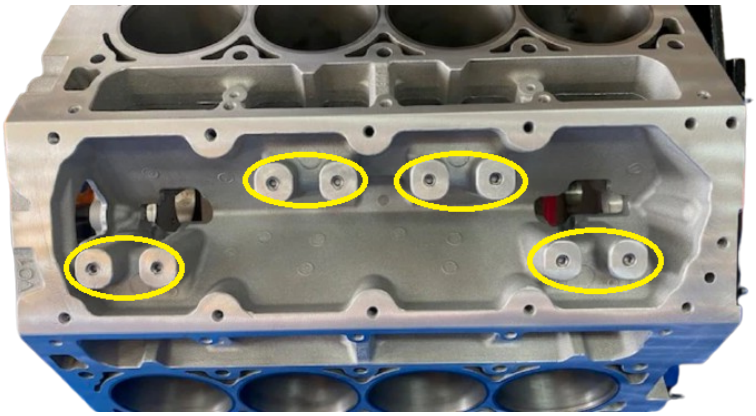

FIGURE 4: AFM Towers
3. AFM systems use a VLOM (Valve Lifter Oil Manifold) that has solenoids to feed the 8 AFM lifters with high pressure oil to activate or deactivate them. When deleting the AFM system, this VLOM is no longer required. The oil feed holes in the cylinder blocks AFM towers, shown in Figure 4, can be plugged or the valley cover swapped to a non-AFM version.